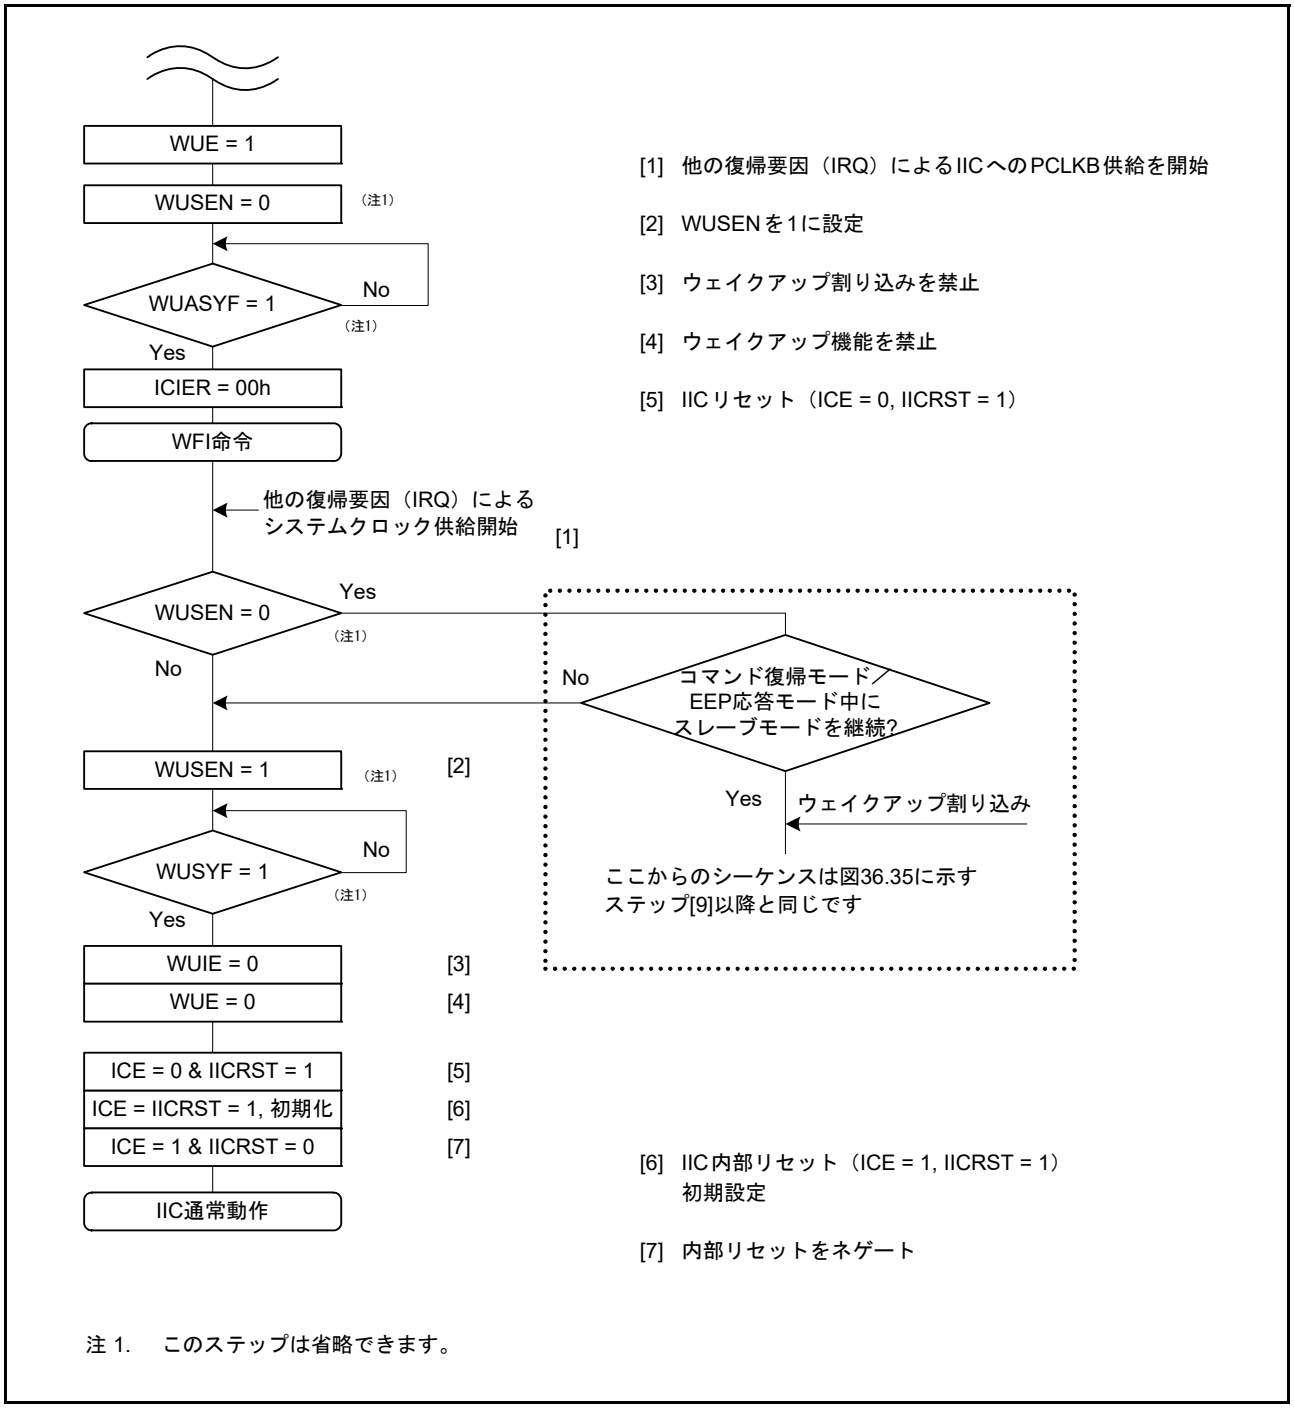

図 36.36 コマンドリカバリモードと EEP 応答モードの動作例（IIC ウェイクアップ割り込み以外の割り込み（たとえば IRQn）によるウェイクアップの場合）
2. ウェイクアップ割り込み以外の割り込み（IRQn など）で、ソフトウェアスタンバイモードからの遷移がトリガされると、この場合 WUF は設定されません。図 36.36 に示す処理に従ってください。